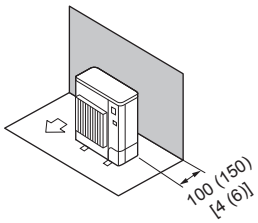

Fig. 2-6
① Obstacles uniquement à l’arrière (Fig. 2-6)